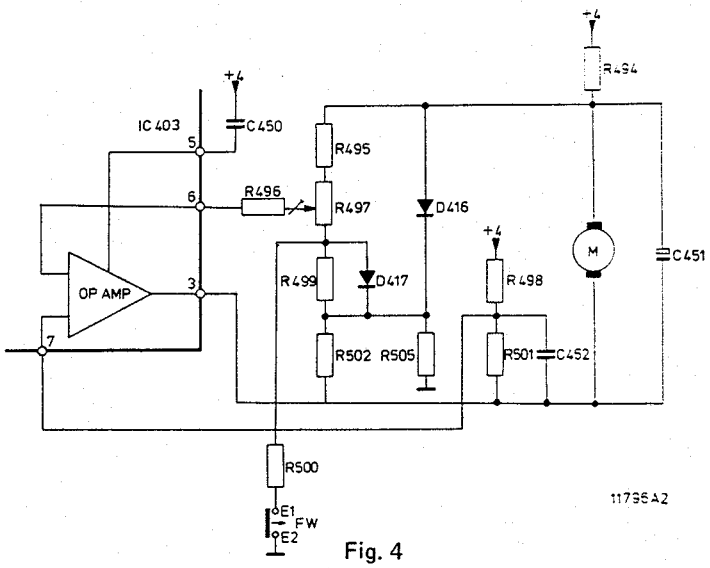

Fig. 4
In fast-winding (FW) position, point 6 of the opamp is connected to chassis via R497 and R500 (Fig. 4). As a result, the voltage across the motor increases from 6 V to approx. 12 V and the number of revolutions of the motor is doubled.
In stand snelspoelen (FW) wordt punt 6 van de opamp via R497 en R500 met massa verbonden (Fig. 4). Hierdoor stijgt de spanning over de motor van ca. 6 V tot ca. 12 V en het toerental van de motor wordt verdubbeld.
En position bobinage en avant (FW) le point 6 de l'amplificateur opérationnel est branché à la masse à travers R497 et R500 (fig. 4). La tension sur le moteur augmente jusqu'à env. 12 V (de 6 V) et le nombre de tours du moteur double.
In Stellung schneller Vorlauf (FW) wird Punkt 6 des Verstärkers über R497 und R500 mit Masse verbunden (Abb. 4). Demzufolge steigt die Spannung über dem Motor von ca. 6 V auf ca. 12 V; die Drehzahl verdoppelt sich dann.
In posizione avvolgimento rapido (FW) il punto 6 dell'amplificatore operazionale è collegato a massa tramite R497 e R500 (fig. 4). La tensione sul motore aumenta fino a circa 12 V (da 6 V) e il numero dei giri raddoppia.